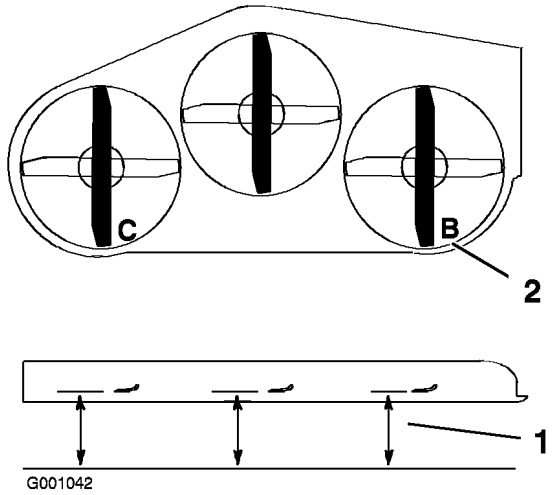

Figur 67
1. Ställ in den **högra** knivens främre-bakre lutning (Figur 67).
2. Mät den högra kniven vid punkt **B**, från en plan yta till knivens egg (Figur 67).
4. Ställ in den vänstra knivens främre-bakre lutning (Figur 67).
5. Mät vänster kniv vid punkt **C** (Figur 67), från en plan yta till knivens egg.